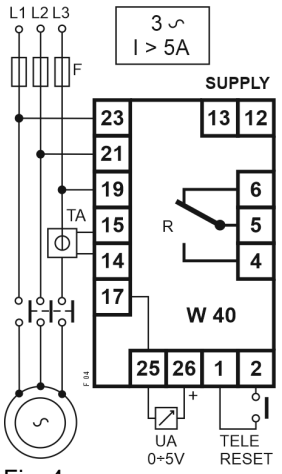

Fig. 4
Seguire lo schema di fig. 4
Follow diagram of fig. 4
b) Se I é maggiore di 5A si deve usare un riduttore di corrente (TA) …/5 (schema di fig.4 e 6).
ESEMPIO B): carico trifase V=400Vac, corrente ≤ 20A (Fig. 4), nella TAB. A si sceglie la riga con FS(A)=25A, che sarà realizzato con l'uso di un TA 50/5 PRESTAZIONE > 5VA, CLASSE 0,5, facendo passare il filo di corrente 2 volte entro il foro del TA (N.=2 nella terza colonna). La POTENZA DIRETTA massima, associata a 25A, sarà 17,5kW. La POTENZA INVERSA massima sarà 1100W. I 100 gradini del SET POINT avranno un peso di 11W ciascuno.